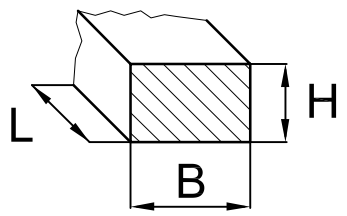

Figure 18: (z362-12) Dimensions of a wooden lath
- Height H of the wooden lath must only be high enough to enable a tilting of the hot runner assembly. Additionally, height H must be considerably smaller than width B (H<<B) to prevent the hot runner assembly from slipping (see Fig. 18).
- The contact surface L x B of the wooden lath must be large enough to prevent the hot runner assembly from slipping away while it is being moved (see Fig. 18).